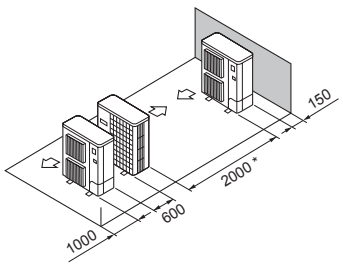

Fig. 2-17
(5) Disposition pour un seul appareil parallèle (Fig. 2-17)